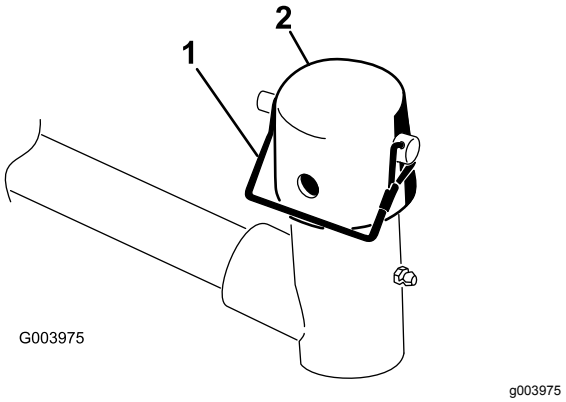

**Figur 10**
7. Fjern låsestiften og hætten fra løftearmens drejegaffel (Figur 10).
11. Fastgør hætte og bærerammens aksel på løftearmsgaflen med låsestiften (Figur 10).